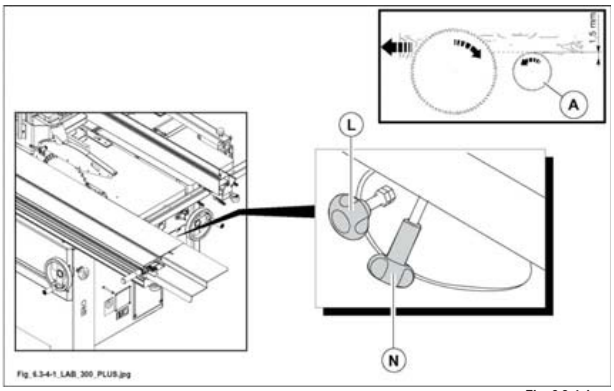

Fig. 6.3-4-1
nel taglio del pannello nobilitato è indispensabile l'utilizzo dell'incisore (A fig. 6.3-4-1) per evitare possibili scheggiature.
- registrare l'incisore in altezza tramite il pomello (L fig. 6.3-4-1).
- Registrare l'allineamento dell'incisore alla sega ruotando il pomello (N fig. 6.3-4-1).